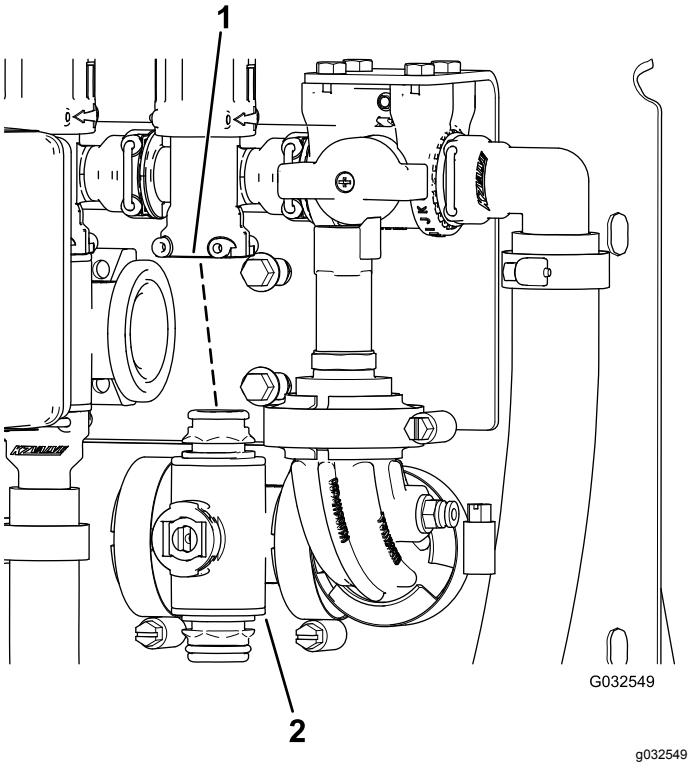

Рисунок 110
3. Снимите с машины коллектор клапана секции (Рисунок 110).